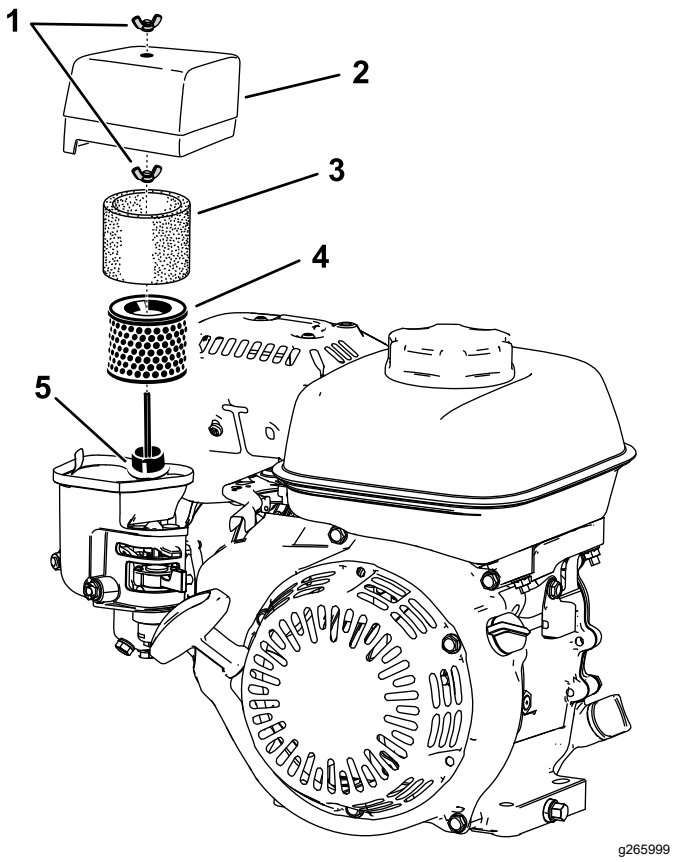

Figur 17
2. Ta bort vingmuttern som fäster luftrenarkåpan (Figur 17).